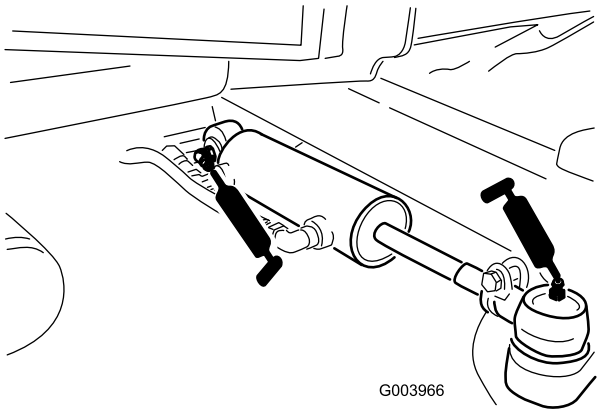

Figur 49
- Kulleder för styrcylindern (2) (Figur 49)